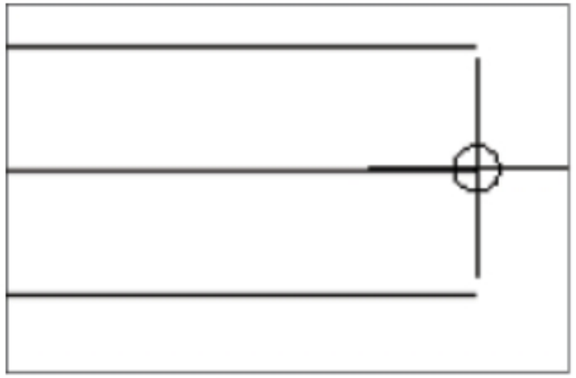
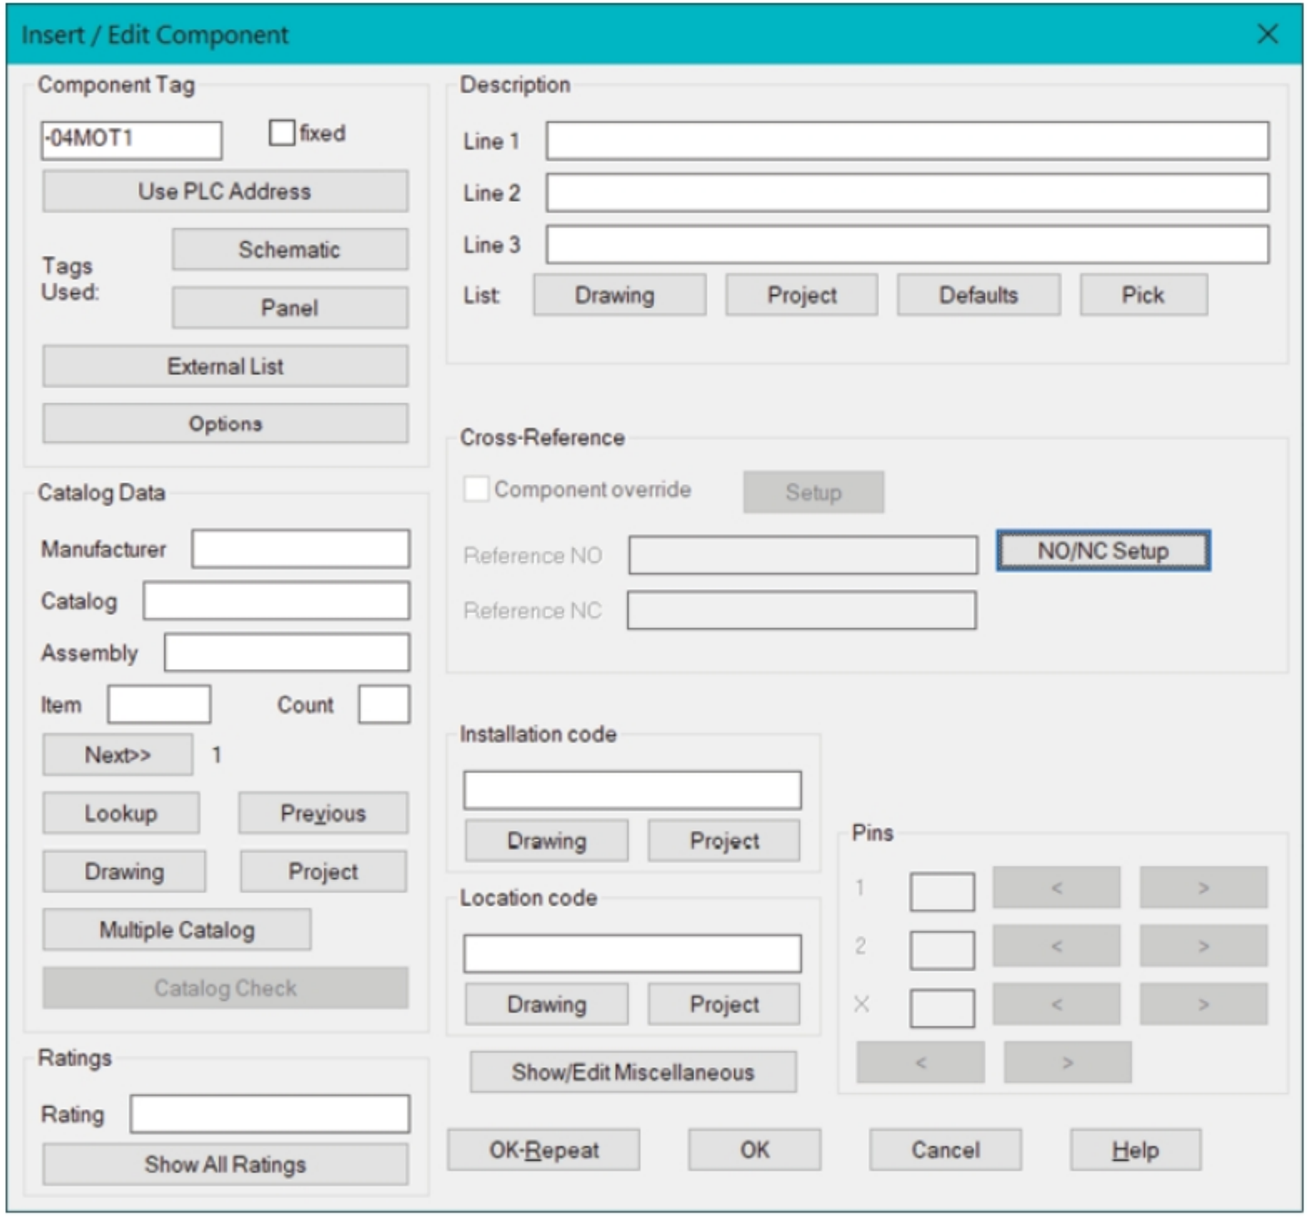

Figure-10. Motor placement
Figure-11. Insert or Edit Component dialog box
- Click at the end point of the center line of the wire bus; refer to Figure-10. The motor will be placed and the **Insert/Edit Component** dialog box will be displayed; refer to Figure-11.